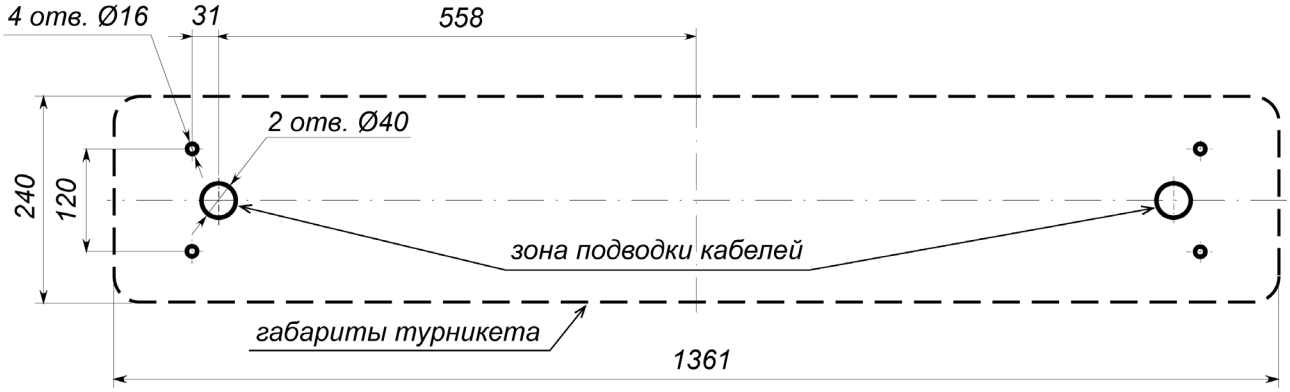

Рисунок 18. Схема разметки для установки стойки турникета[1]
2. Подготовьте в полу отверстия под гильзы анкеров для крепления стойки турникета согласно рис. 18.